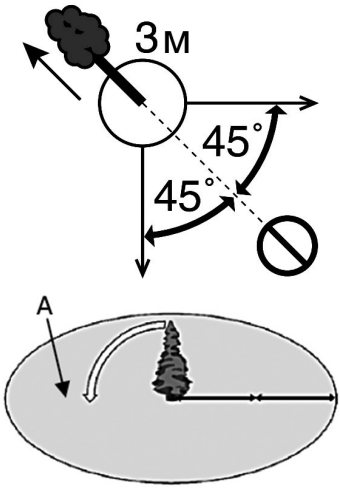

Рис. 9 Зона безопасности при валке дерева
4. Должен быть безопасный путь отхода. Путь отхода должен быть направлен по диагонали в сторону, противоположную направлению падения, под углом 45 градусов, необходимо отойти минимум на 3 метра от ствола, на тот случай, если во время падения комель дерева отскочит в сторону. Зона безопасности (А) должна быть не менее 2½ высоты дерева (Рис. 9).